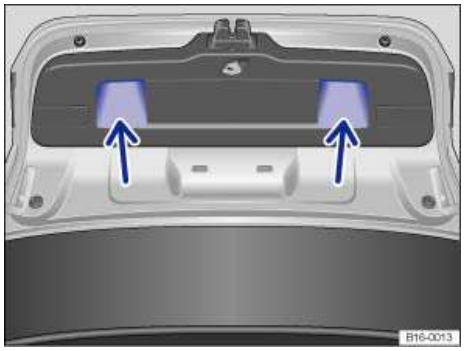

Fig. 30 Opened luggage compartment lid: Recessed grips for closing.
- Grasp one of the recessed grips in the trim of the luggage compartment lid ⇒ fig. 30 (arrows).